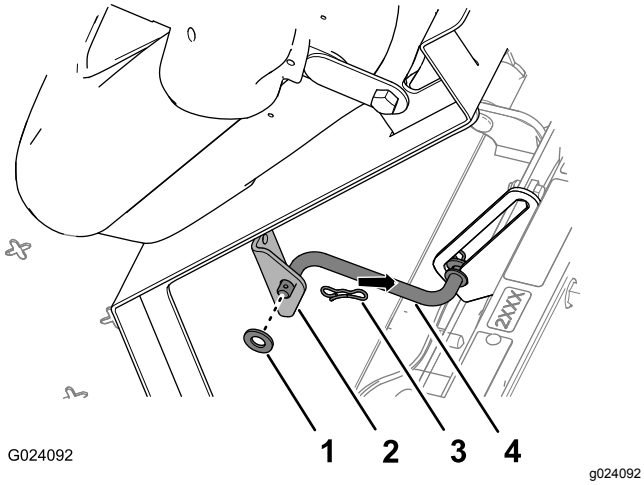

Rysunek 4
2. Odłącz zawleczkę mocującą podpórkę do wspornika pod spodem płyty fotela (Rysunek 4).